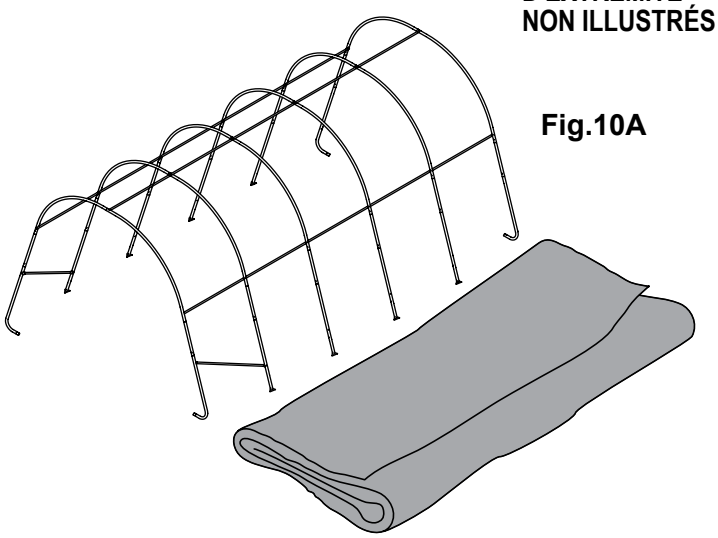

Fig.10A
A. Étalez la toile sur le sol à côté de l'armature en plaçant l'intérieur de la toile (côté avec les fourreaux pour tuyaux) vers le bas et les courroies avant et arrière vers les coins de l'abri. Centrez la toile entre l'avant et l'arrière de l'armature (fig. 10A).